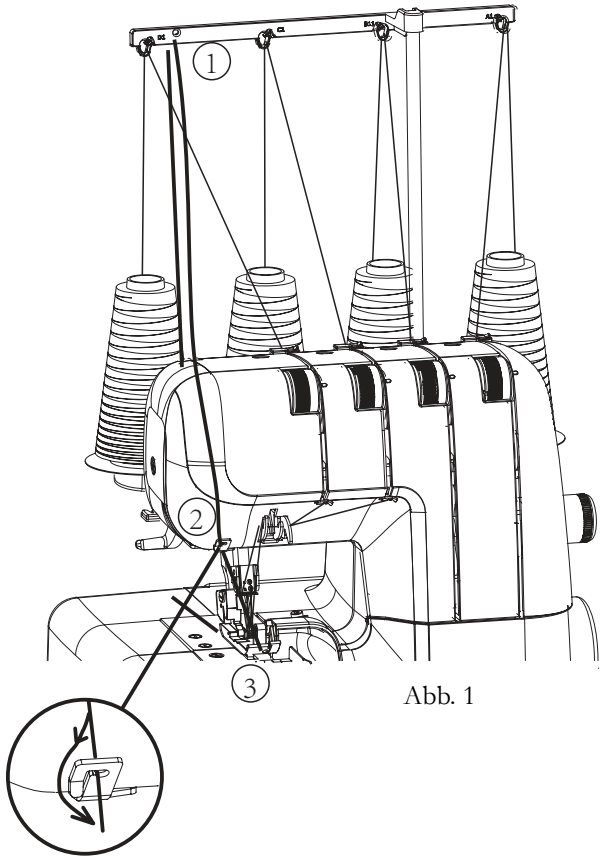

Abb. 1
3. Drehen Sie den Stoff, senken Sie den Nähfuß ab und nähen Sie in die neue Richtung. Abb. 1
1. Setzen Sie einen Beilauffaden (Baumwollgarn, Woll-/Strickgarn oder elastisches Kräuselgarn) hinten auf den Garnrollenstift der Maschine. Führen Sie den Faden durch die Führungen (1) und (2) für Beilauffäden und anschließend durch die linke Nadelfadenführung (3), s. Abb. 1.